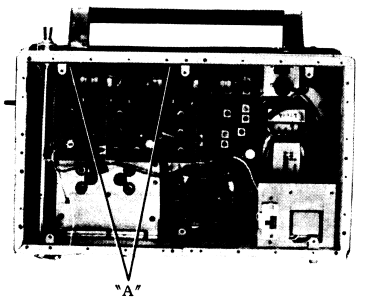

Fig. 2
5. Remove two nuts "A" as indicated in Fig. 2.